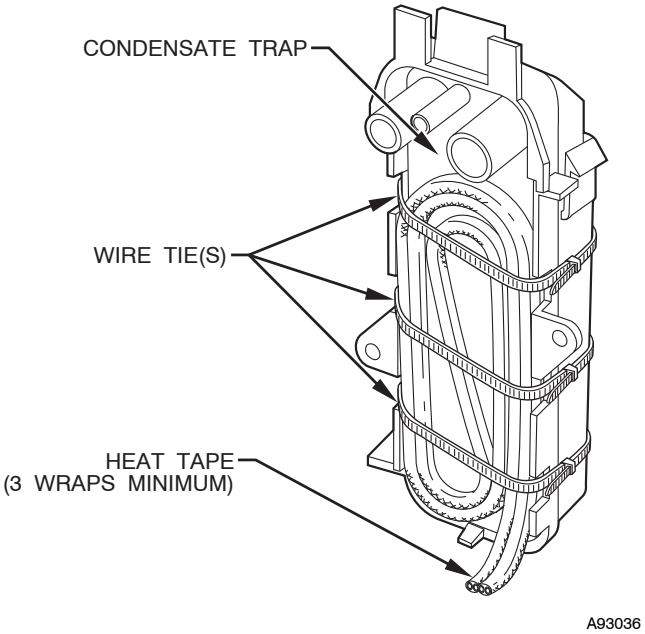

**Fig. 47 - Condensate Trap Heat Tape**
2. Locate heat tape between sides of condensate trap back. (See Fig. 47.)
3. Use wire ties to secure heat tape in place. Wire ties can be positioned in notches of condensate trap sides. (See Fig. 47.)